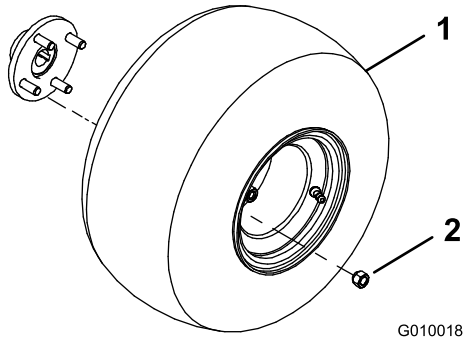

**Figuur 3**
2. Monteer het wiel op de naaf van het achterwiel (Figuur 3).
3. Installeer de wielmoeren (Figuur 3) en draai deze vast met 61 tot 75 Nm.